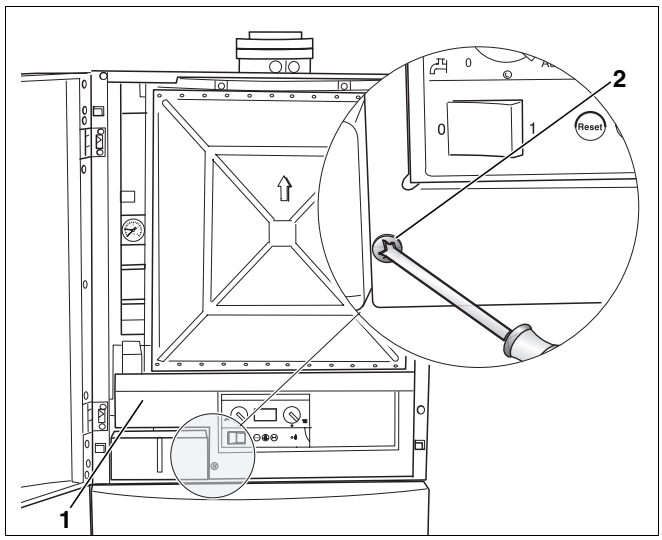

Rys. 41 Otwarcie panelu obsługowego
- Otworzyć drzwiczki kotła, odkręcić śrubę zabezpieczającą (rys. 41, **poz. 2**) panel obsługowy i otworzyć panel (rys. 41, **poz. 1**).